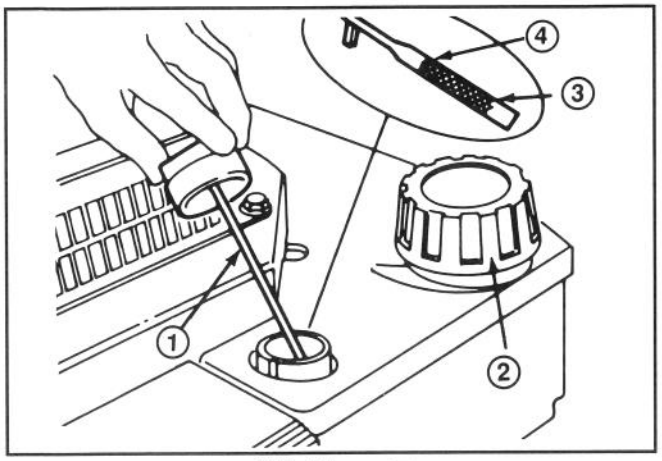

Abbildung 7
Vor jedem Gebrauch sicherstellen, daß sich der Ölstand zwischen VOLL und NACHFÜLLEN befindet (Abb. 7). Öl nachfüllen, falls der Ölstand zu niedrig ist.
3. Den Ölmeßstab abwischen und in den Einfüllstutzen stecken. Die Verschlußkappe um eine Vierteldrehung drehen. Den Meßstab wieder herausziehen und den Ölstand prüfen (Abb. 7). Ist der Ölstand niedrig, den Ölstand nur bis zur VOLL-Markierung auffüllen. **NICHT ÜBER DIE VOLL-MARKIERUNG ANFÜLLEN, DENN DER MOTOR KÖNNTE BEIM STARTEN BESCHÄDIGT WERDEN; ÖL LANGSAM EINFÜLLEN.**
1. Rund um den Kraftstofftankverschluß reinigen und die Kappe vom Tank entfernen (Abb. 7). Bei bleifreiem Benzin den Kraftstofftank bis 6-13 mm unter den Einfüllstutzen füllen.
1. ÖLSTAND PRÜFEN—Ölstand, wie auf dem Ölmeßstab gezeigt, zwischen VOLL und NACHFÜLLEN halten (Abb. 7).
2. SCHNEIDEN UND AUFFANGEN—Beste Ergebnisse werden erzielt, wenn nur etwa 1/3 des Grashalms geschnitten wird. Wird langes Gras geschnitten, empfiehlt sich die höchste Schnitthöheneinstellung (E) für den ersten Mähgang. Danach ist das Gras mit einer üblichen Schnitthöhe noch einmal zu mähen. Wird zu langes Gras gemäht, kann der Mäher verstopfen und der Motor abgedrosselt werden.